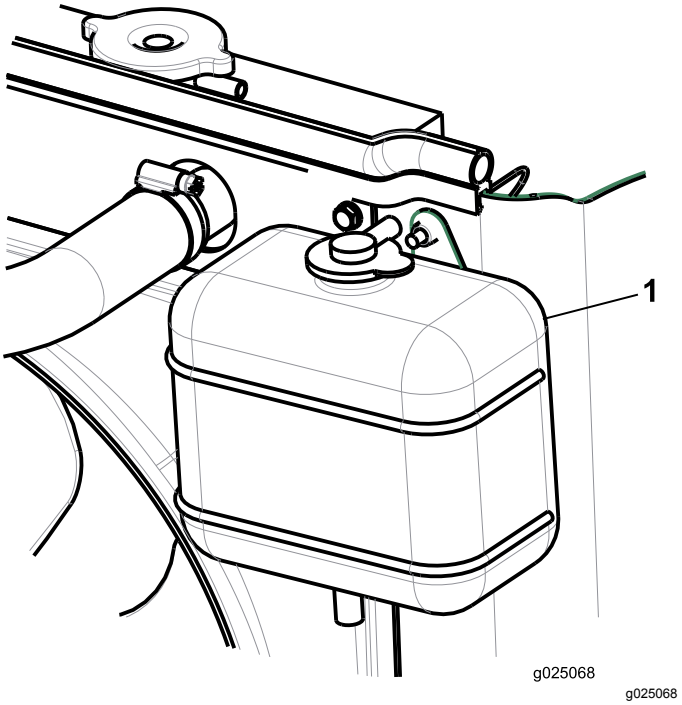

Figur 22
2. Kontroller kølevæskestanden i ekspansionsbeholderen (Figur 22).